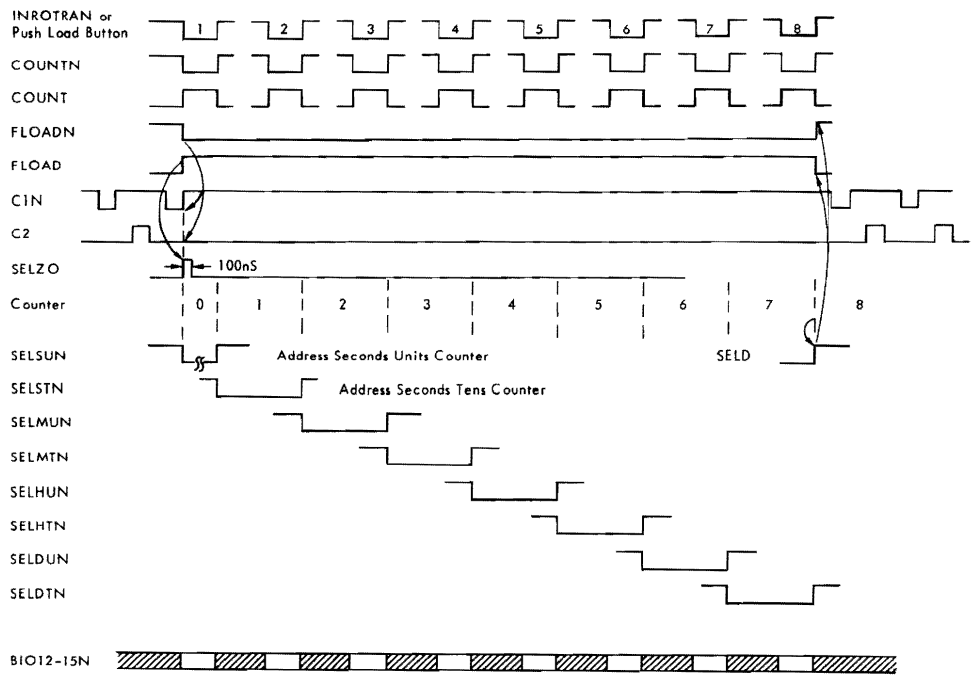

Figure 7-3 Counter Address for INR, OTR, and Manual Load
7.27 Load Start Time (Figure 7-3)
7.32 Reading the Time with 8 INRs (Figure 7-3)